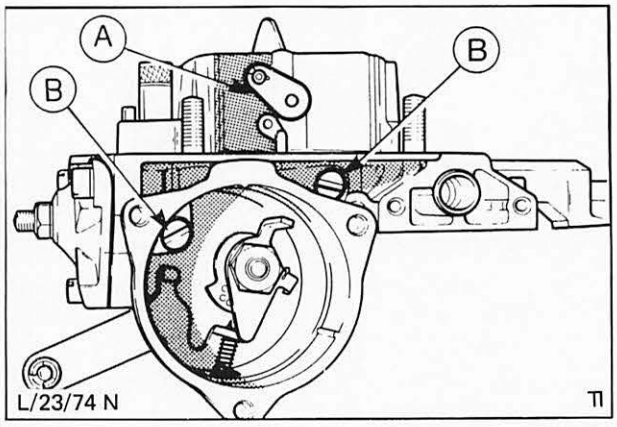

Abb. 166 Vergaserdeckel
8. Befestigungsschrauben (2) des Startautomatikgehäuses entfernen und Gehäuse komplett abbauen, Abb. 166.
10. Schrauben (3) vom Unterdruckmembrandeckel entfernen und Deckel, Druckfeder und Membran herausnehmen.